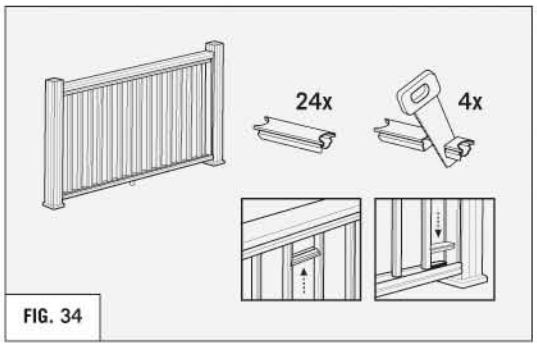

FIG. 34
7. Install baluster spacers. **(REFER TO FIG. 34)**